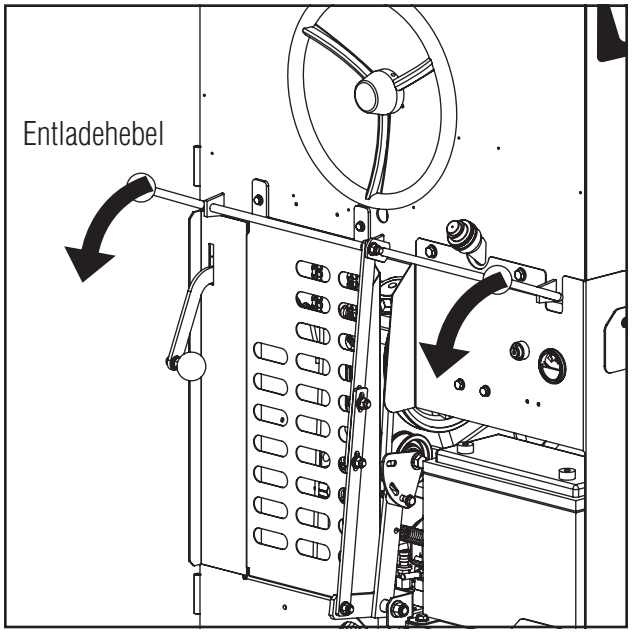

Abb. 6: Entladehebel
9. Die Entladefunktion startet, wenn der Entladehebel heruntergedrückt wird (Abb. 6).